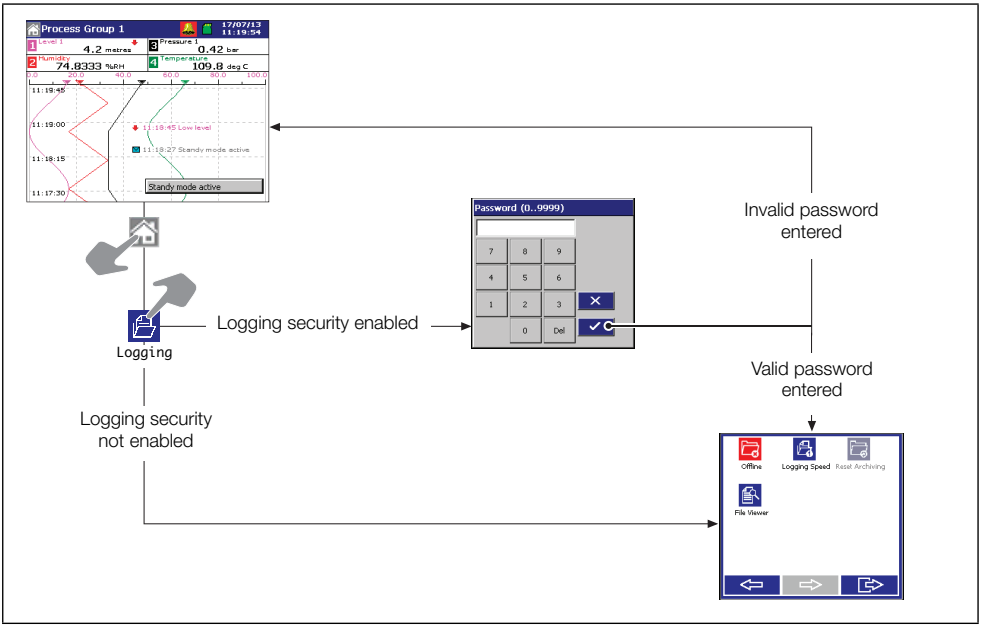

Fig. 6.1 Accessing logging – basic security
- If **Security System** is set to *Basic* and **Logging Security** is set to *On*, access to the Logging facility is protected by a single password for all users. Refer to Fig. 6.1 to access Logging.